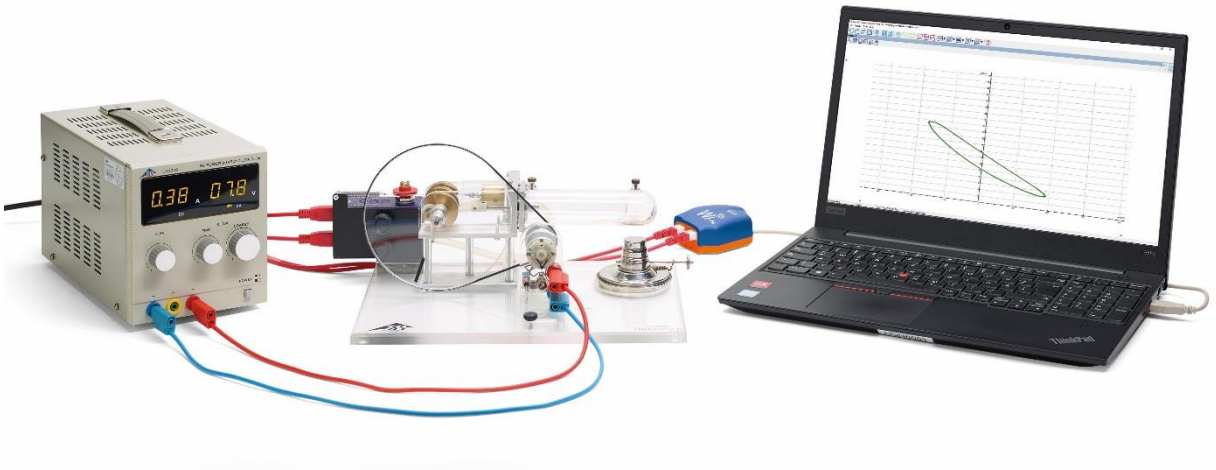

Fig. 1 Experimentieraufbau zur Aufzeichnung des pV-Diagramms des Stirling-Motors G
- Experiment gemäß Fig. 1 aufbauen.